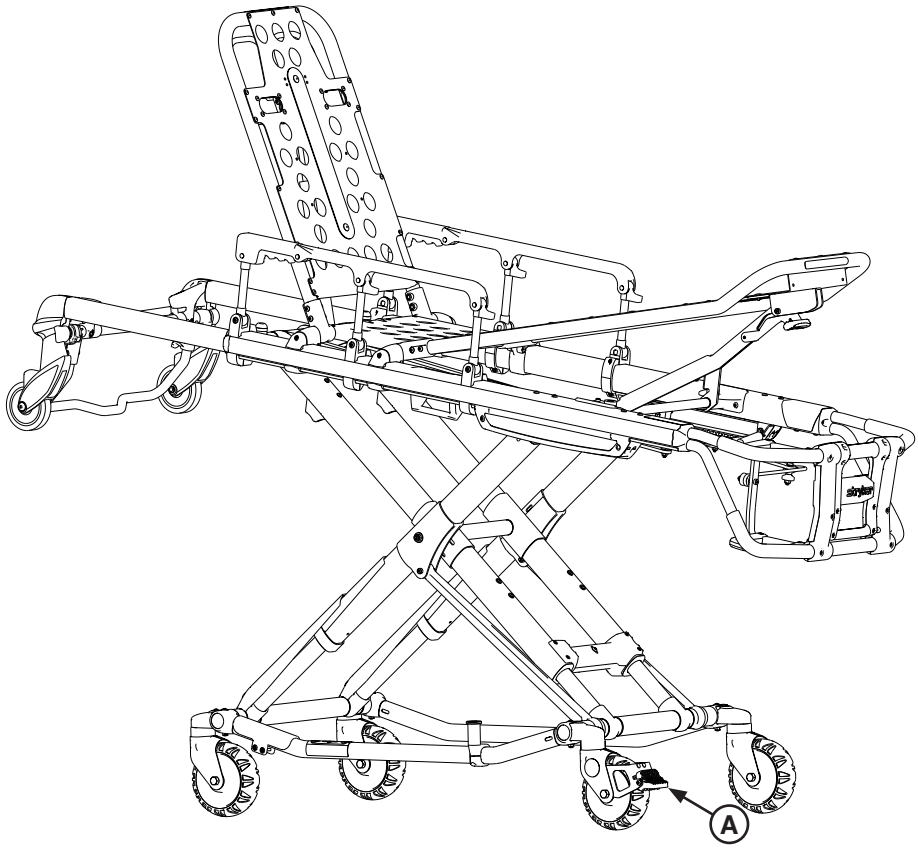

rys. 37
Aby włączyć opcjonalne blokady kół, należy do końca nacisnąć pedał (A), jak pokazano na rys. 37, aż się zatrzyma i spocznie w odpowiedni sposób na powierzchni koła.